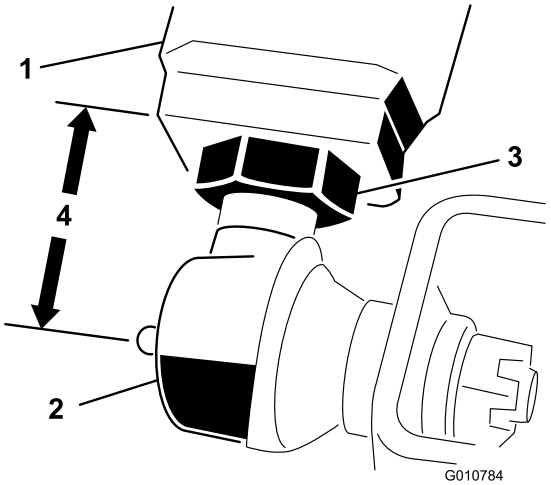

Figur 5
2. Mål afstanden fra enden af hver løftearm til midten af kugleleddet (smørenippel). Afstanden bør være 57 mm.Figur 5